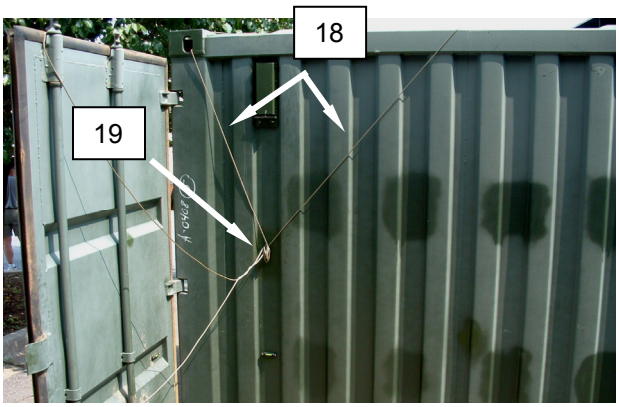

Figure 25. CBL Shut Down Procedure during NBC Imminent or Actual Attack.
13. Untie the bootwall fly lines **(Figure 25, Item 18)** from two cleats **(Figure 25, Item 19)** on back side of container.